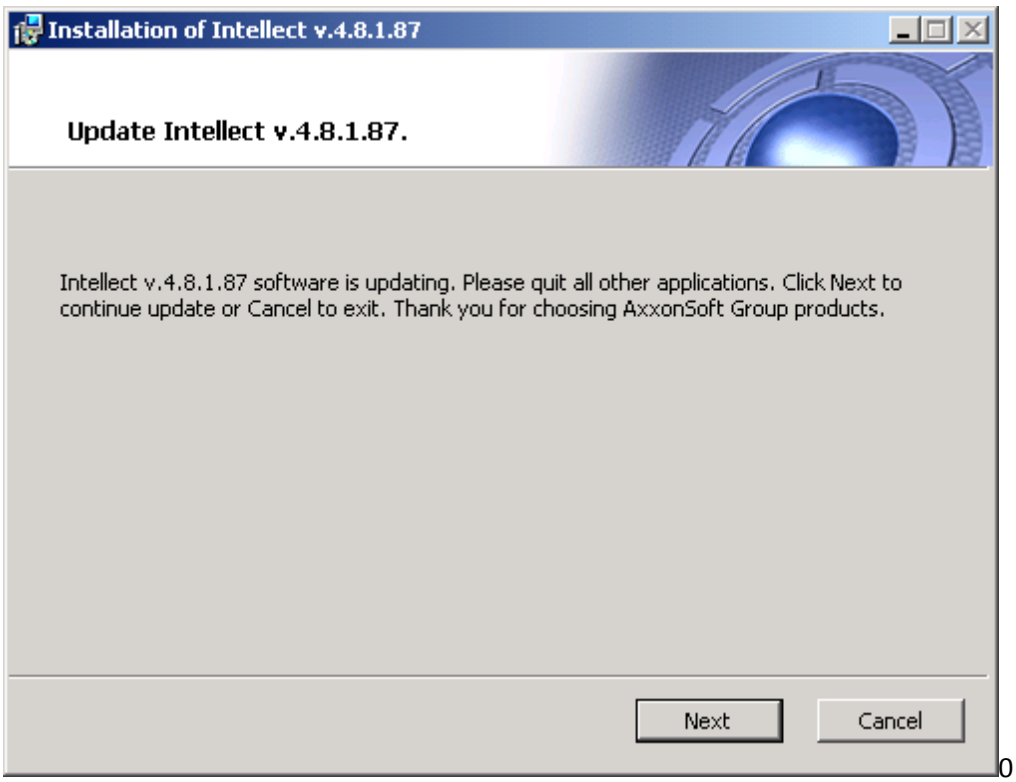

Figure 5.1-47 The dialog box of INTELLECT update
When prerequisites and drivers are installed, the dialog box of INTELLECT update is displayed (Figure 5.1-47).
9. Click the “Next” button (Figure 5.1-47).